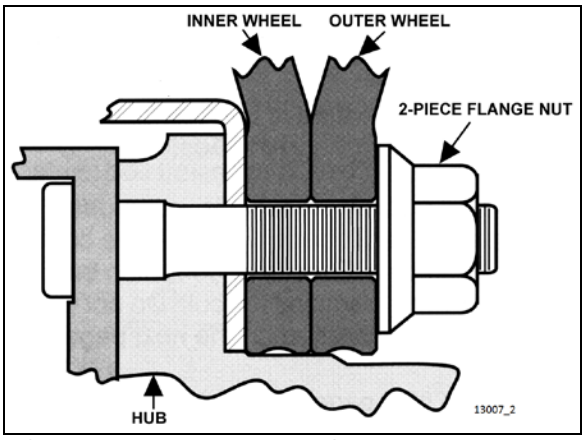

**FIGURE 5: DRIVE AXLE WHEELS**
1. Loosen a hex stud nut three turns (Figure 5);